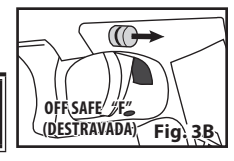

Fig. 3B
- Empurre a trava de segurança completamente para fora a partir do lado direito. Quando for possível ver o anel VERMELHO ao redor do lado esquerdo da trava de segurança, a arma de pressão estará DESTRAVADA e pode ser disparada (Fig. 3B).